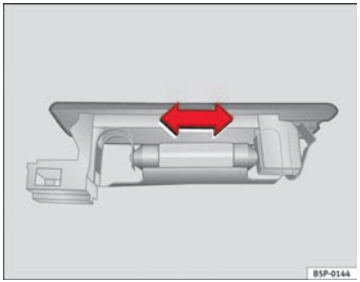

Fig. 157 Luggage compartment light
– Press the bulb sideways and remove it from its housing ⇒ fig. 157. ■